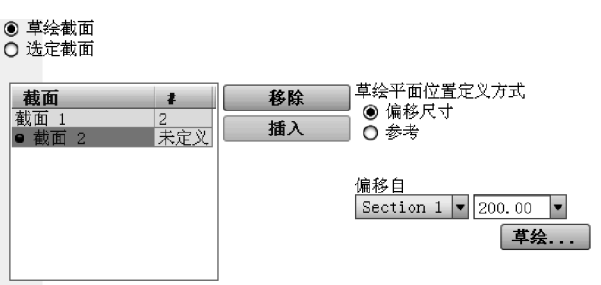

图 3-39　草绘第二个截面图形时的设置
(4) 绘制一个直径为 350.00 的圆，作为混合特征的第一个截面图形。
(5) 单击【草绘】选项卡的 ✔ 按钮，退出草绘状态。
(6) 在【混合】操控面板的【截面】选项卡中进行第二个截面的相关设置，以第一个截面作为参考偏移 200.00 的距离，如图 3-39 所示，单击 草绘... 按钮，进入草绘状态，开始绘制第二个截面图形。